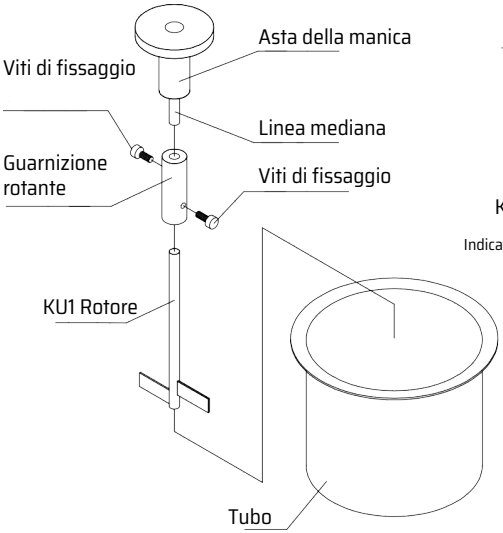

Fig. 1
(1) Estrarre il rotore (mandrino) e il supporto dalla confezione e fissare il mandrino con la vite di bloccaggio. Nota: fissare la vite all'apertura nell'asta del mandrino e fissare l'altra estremità del mandrino all'asse centrale. Trasferire una quantità adeguata del campione analizzato nella provetta. Per i dettagli, vedere la fig. 1.